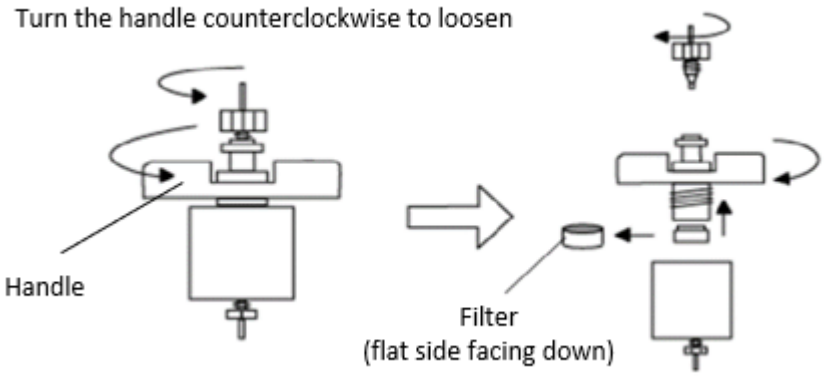

Figure 6-2 Replacement of Filter
(1) Turn on the instrument and wait until it enters the standby state; or when the instrument is turned on, click STOP to enter the standby state.
(2) After confirming that the instrument has stopped delivering liquids, open the front cover on the right.
(3) Turn the holder handle counterclockwise to loosen and remove the filter holder (Figure 6-2).
(4) Remove the used filter from the holder.